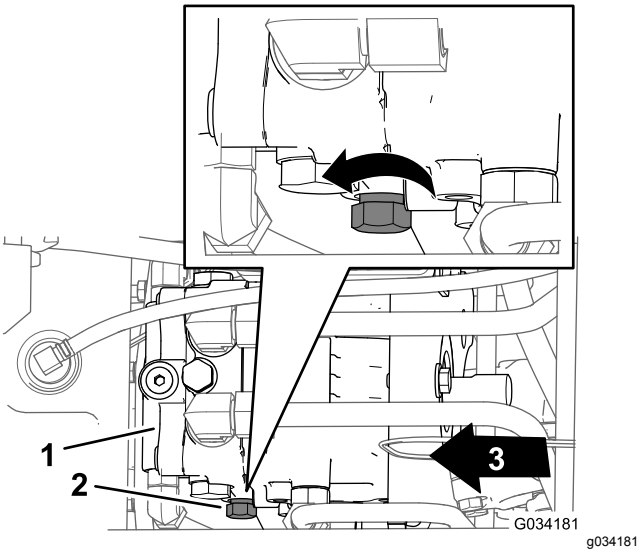

**Figur 32**
2. Find reguleringsgrebet til omløbsventilen på venstre side af hydraulikpumpen (Figur 32).
3. Drej reguleringsgrebet tre omgange mod uret (Figur 32).
1. Find reguleringsgrebet til omløbsventilen på venstre side af hydraulikpumpen (Figur 32).
2. Drej reguleringsgrebet (Figur 32) med uret, indtil du mærker modstand (omløbsventilen er lukket).